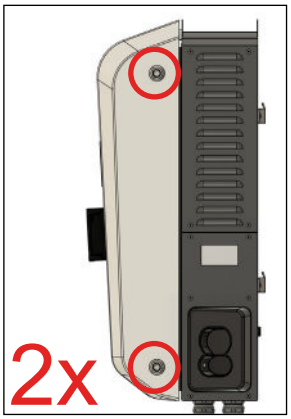

Abb. 37: DCW15 Schlüsselöffnungen
1. Schnellverschluss Gehäuse lokalisieren (siehe Abb. 37).